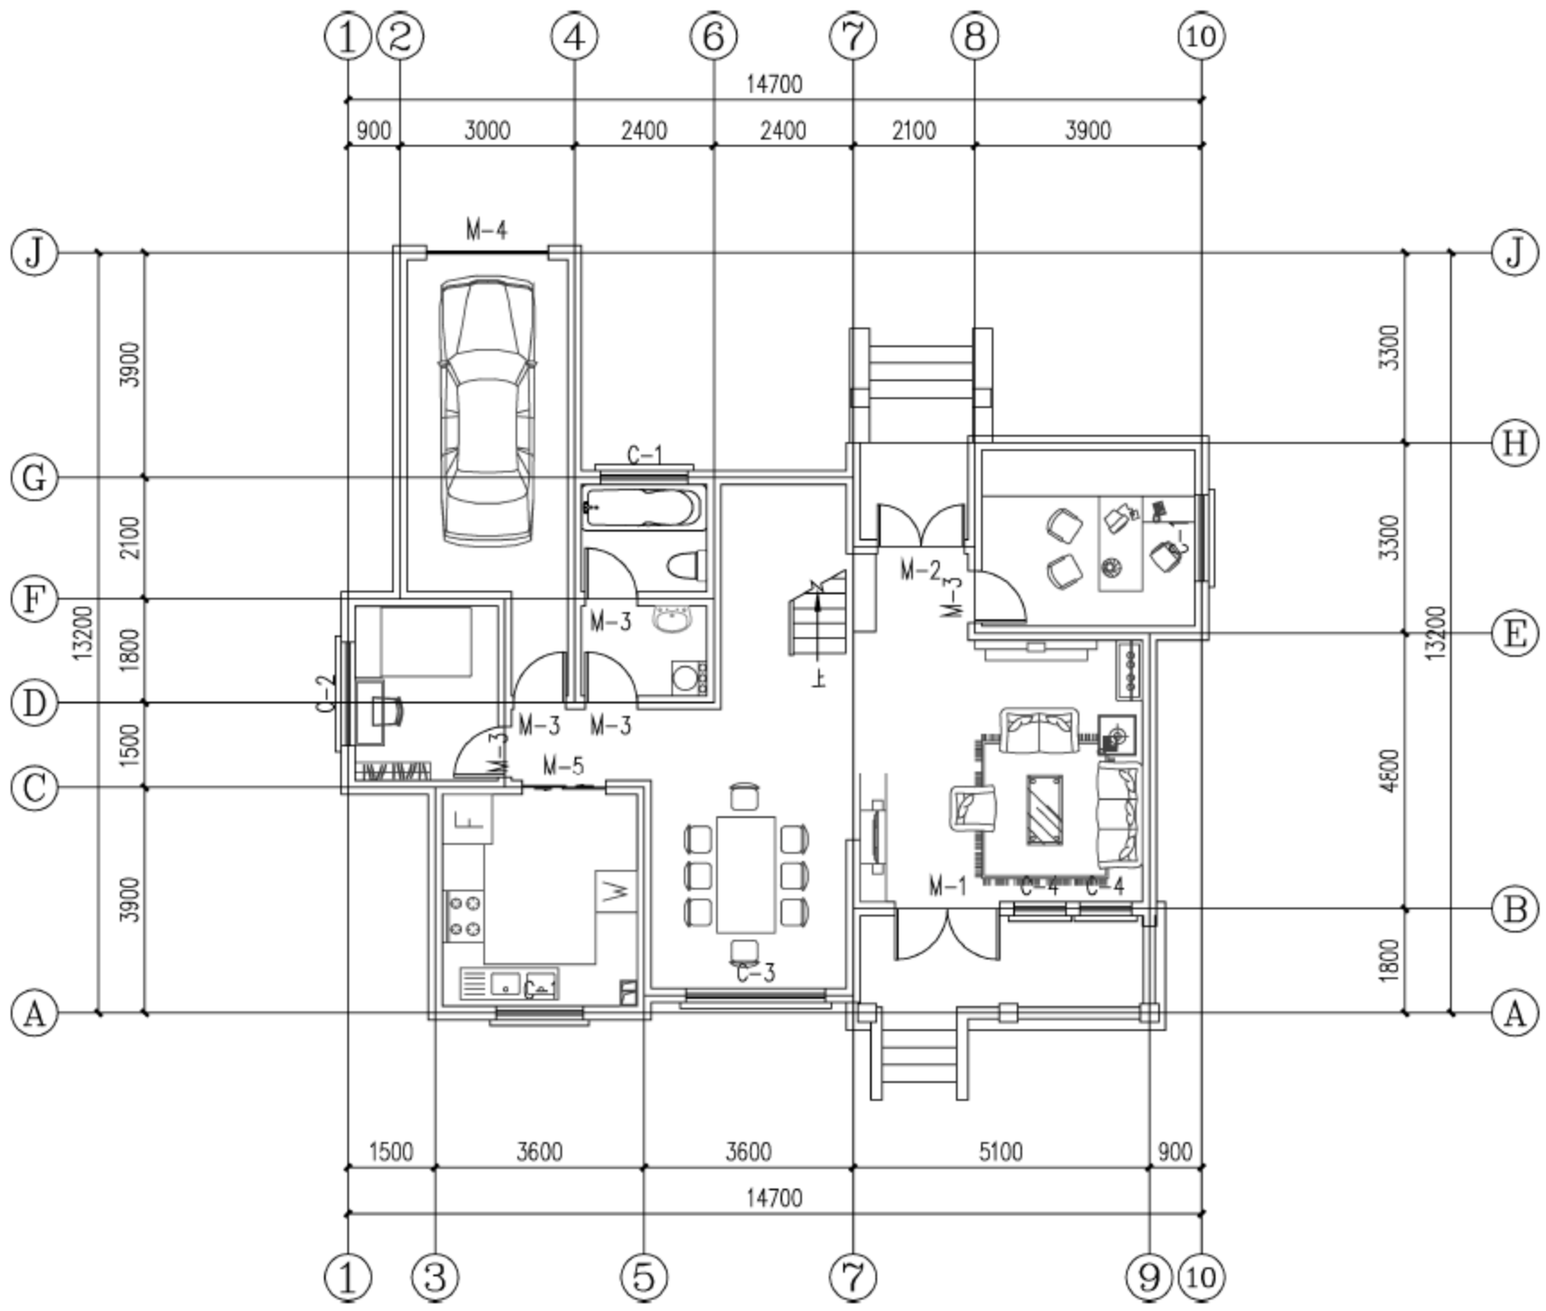

图 18-51　布置家具
(10) 其他家具的布置方法基本相同，这里不再一一赘述，最终结果如图 18-51 所示。